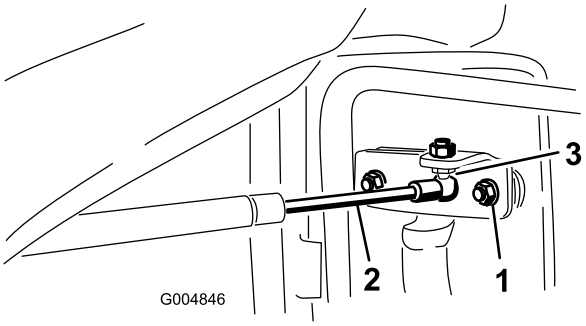

Figur 62
1. Afmonter clipsen, der fastgør dørlukkerens stik til dørens beslagskugle (Figur 62).